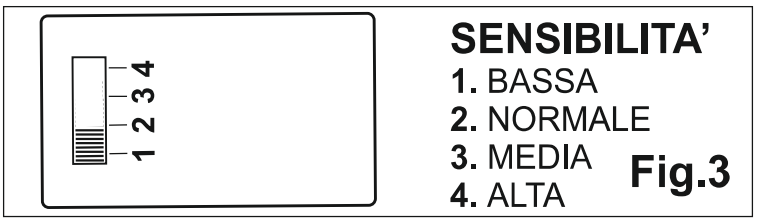

Fig.3
***NOTA**: Alcuni veicoli sono dotati di un rinforzo metallico prospiciente la parte interna del paraurti. Quando questa superficie metallica è troppo vicino all sensore antenna, può ridursi la distanza di segnalazione dell' EPS. Si può comunque aumentare la sensibilità cambiando la posizione del deviatore a slitta (vedi **Fig 3**).*